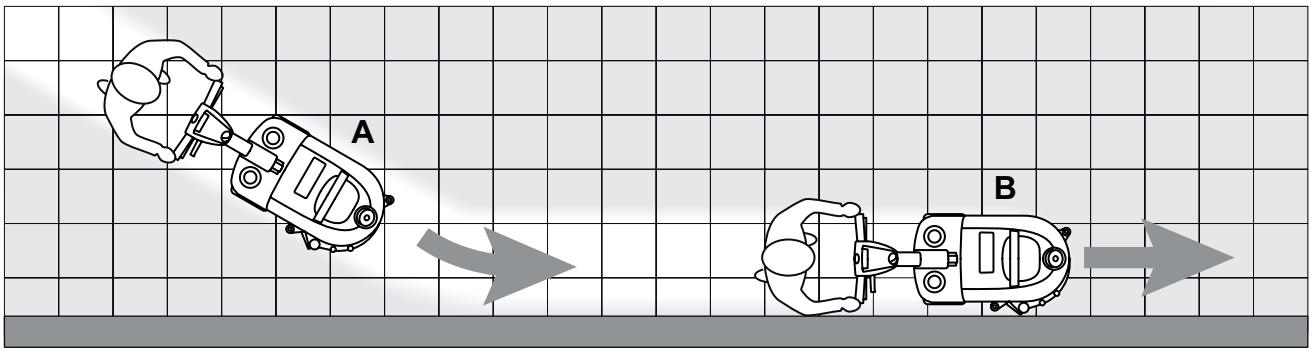

**Figure 2**
*For correct scrubbing/drying of floors at the sides of the walls, Clarke suggests to go near the walls with the right side of the machine as shown in figure 2.*